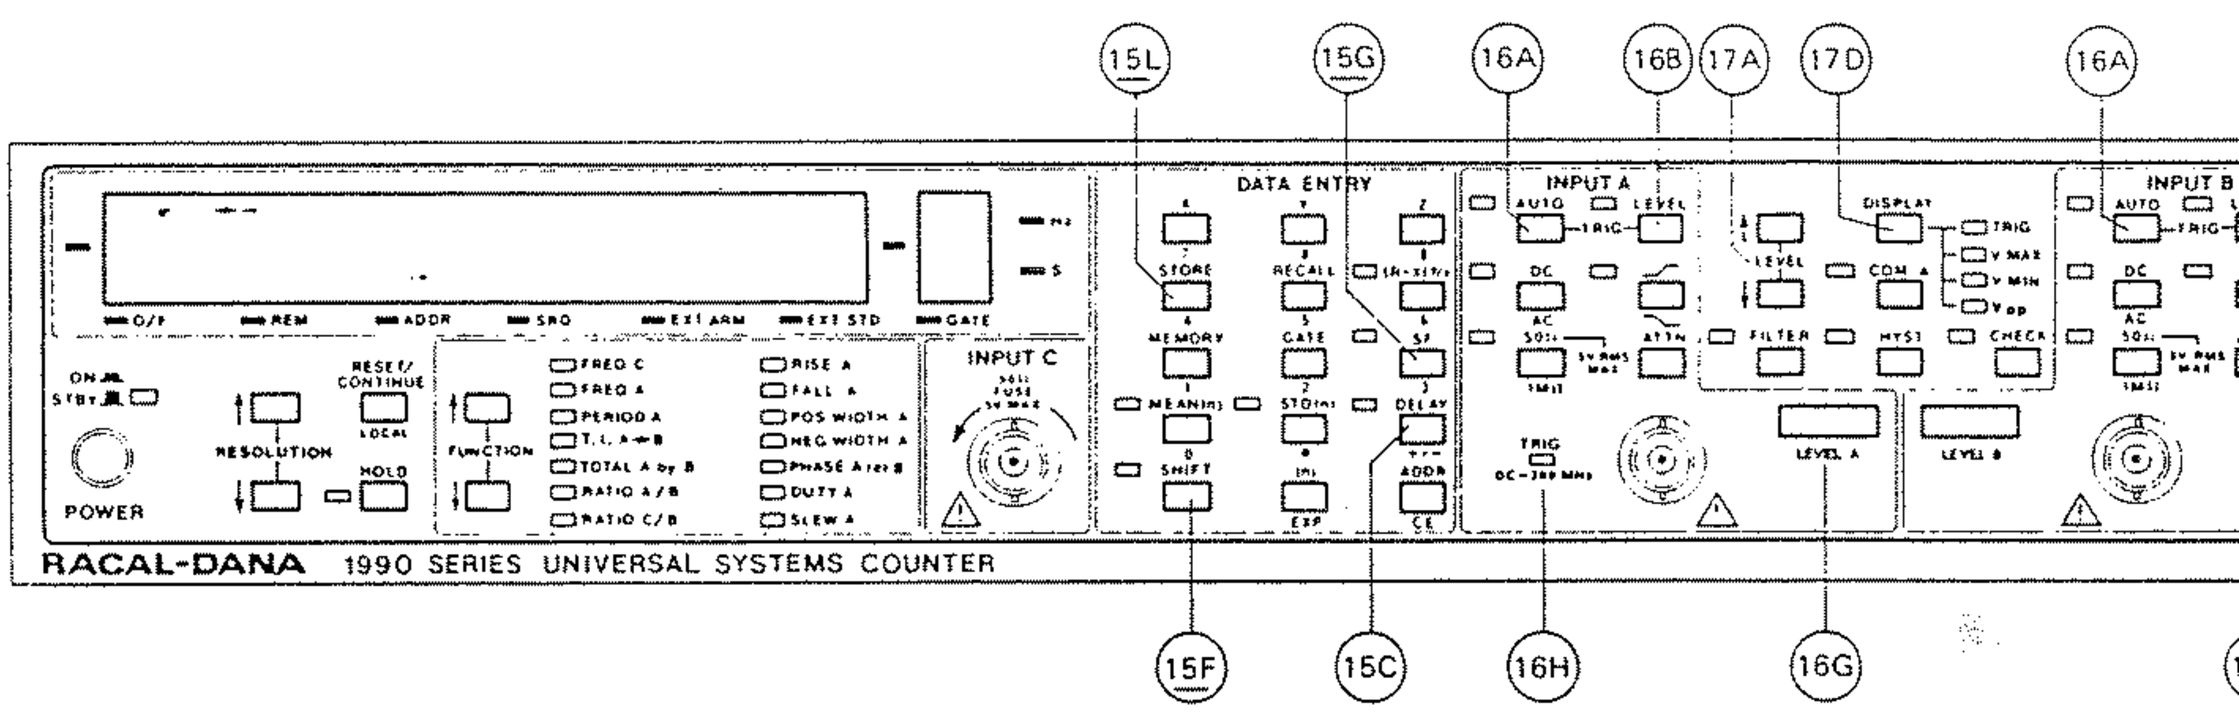

Figure 3.1 – Trigger Level Setting
3.4.2.1.1 Refer to Figure 3.1 for this subsection. The 1995/1996 both provide manual automatic (including single-shot) trigger setting for Inputs A and B. Manual trigger select involves setting the levels in ±5V, ±50V, and ±250V ranges, with corresponding resolutions of mV, 100 mV, and 1V. These ranges correspond to attenuation settings of 1X, 10X, and 50X LEVEL A and B trigger displays of X.XX, XX.X, and XXX., respectively. Auto-Trigger leve the mean of the positive and negative-peak values of the input signal as automatica determined by the counter.